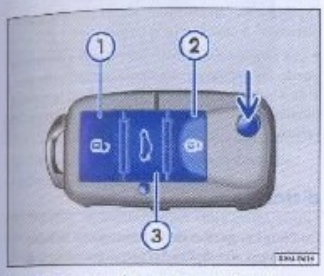

Fig. 52 Funciones de las teclas en la llave con mando a distancia
Con la tecla Ⓐ ⇒ fig. 52 ①, **es posible:**
Con la tecla Ⓑ ⇒ fig. 52 ②, **es posible:**
Con la tecla ⇒ fig. 52 ③, **es posible:**
– Presione la tecla de trabado 🔒 ⇒ página 73, fig. 52 por diversas veces seguidas. Para confirmar la sincronización, las puertas del vehículo serán trabadas y destrabadas.
Si la tecla 🔒 ⇒ página 73, fig. 52 fuera frecuentemente accionada fuera del radio de acción del mando a distancia, es posible que no se pueda más trabar o destrabar el vehículo con el mando a distancia. La llave con el mando a distancia deberá ser nuevamente sincronizada.